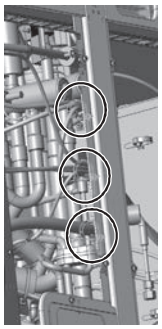

Figure 6
(5) Remove the three cable straps from the center pillar. (See Figure 6.)